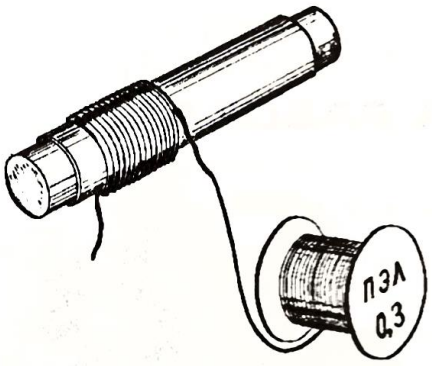

Рис. 3
3. Намотайте на каркас виток к витку медный провод в эмалевой изоляции (рис. 3). Провод возьмите диаметром 0,2–0,35 мм и сделайте 300–400 витков. Следите за тем, чтобы просматривалось направление намотки витков.